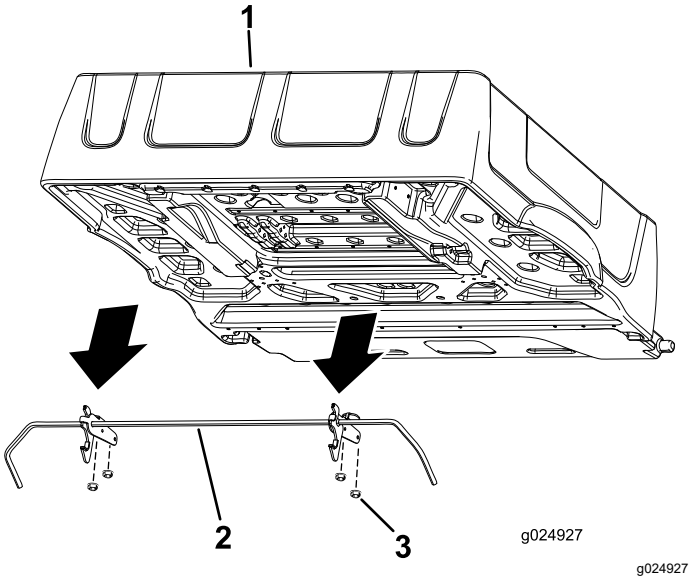

Figur 3
6. Fjern de 4 flangemøtrikker, der fastgør låsestangsbeslagene til undersiden af ladet (Figur 3).